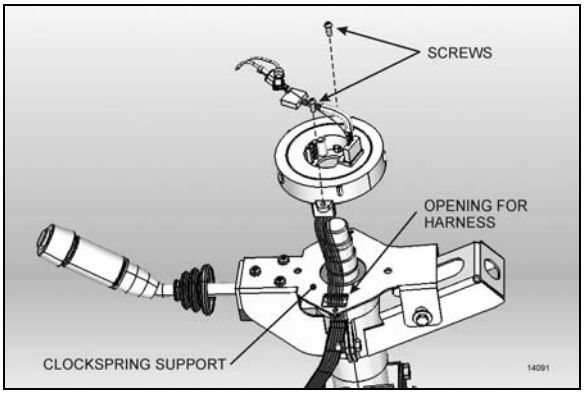

**FIGURE 14: CLOCKSPRING INSTALLATION**
2. Remove the 2 clockspring mounting screws and then remove the clockspring. You will have to disconnect the clockspring harness connector located lower along the steering wheel column (Figure 14). If necessary, remove the steering column covers.
3. Route the new clockspring harness through the opening in the clockspring support (Figure 14). Plug the connector at the base of the steering wheel column and fix harness along the steering wheel column.